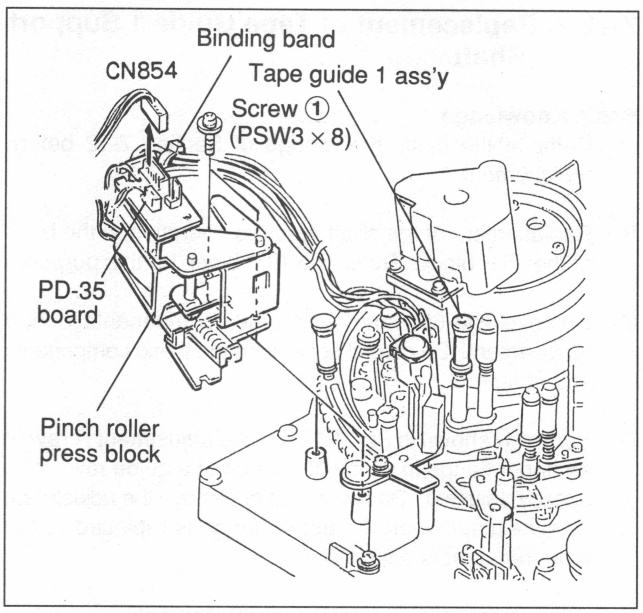

Fig.7-12-5 Pinch Roller Press Block Removal
2. Pinch Roller Press Block Removal (Fig. 7-12-5)